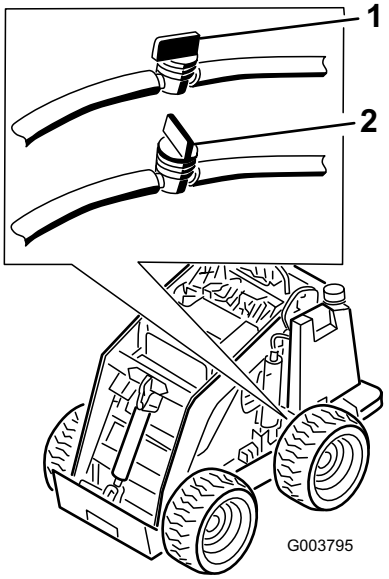

Figure 29
2. Shut off the fuel valve in the hose near the bottom of the fuel tank as illustrated in Figure 29).
8. Open the fuel valve on the bottom of the fuel tank (Figure 29).